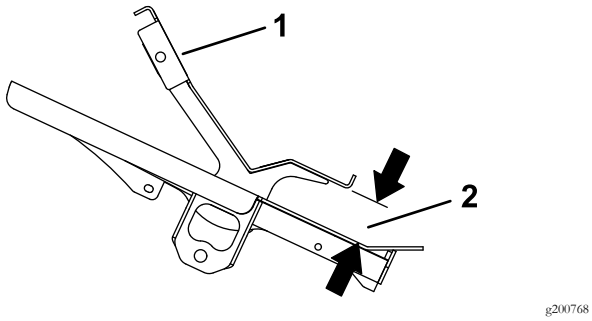

Figure 8
3. Move the traction pedal to the neutral position, adjust the rod-end bearing by threading it in or out to achieve the dimension shown in Figure 8.